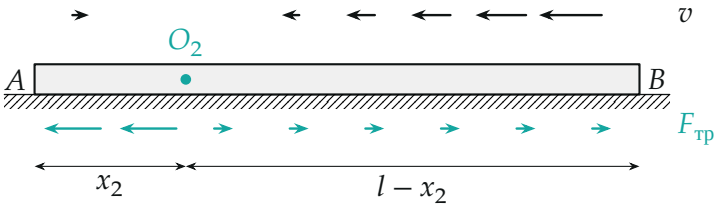

Рис. 3. Охлаждение: всё зеркально, неподвижная точка O_2 — ближе к краю A.
3. Охлаждение. Теперь участки едут к неподвижной точке O_2: левые — вправо (трение μ_1, влево), правые — влево (трение μ_2, вправо), рис. 3: